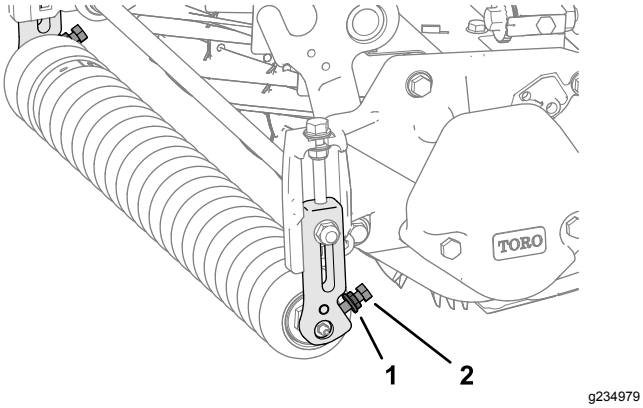

Figura 2
2. Desaperte as duas porcas flangeadas serradas e dois parafusos que prendem o eixo do rolo frontal à extremidade de suporte do rolo dos suportes esquerdo e direito da altura de corte (Figura 2).